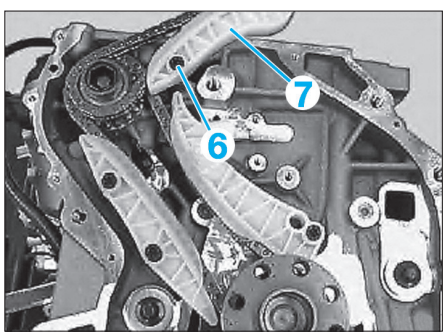

Fig. 22
• Positionner le patin-tendeur (7) de la culasse **(Fig.22)**.